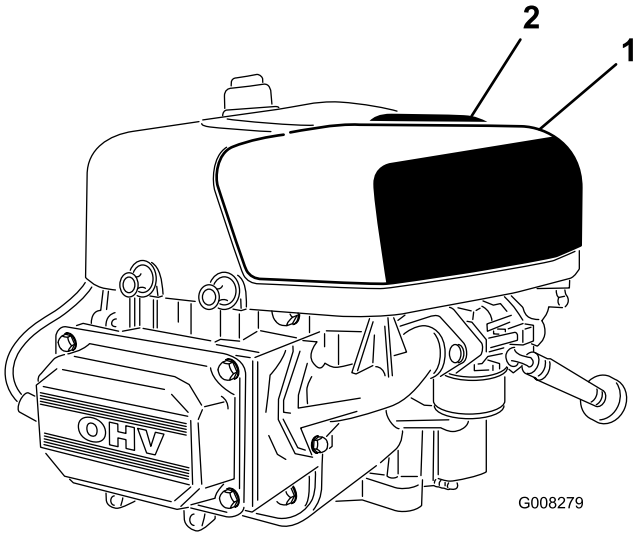

Figur 21
2. Trekk opp luftrenserdekselspaken og roter den mot motoren (Figur 21).